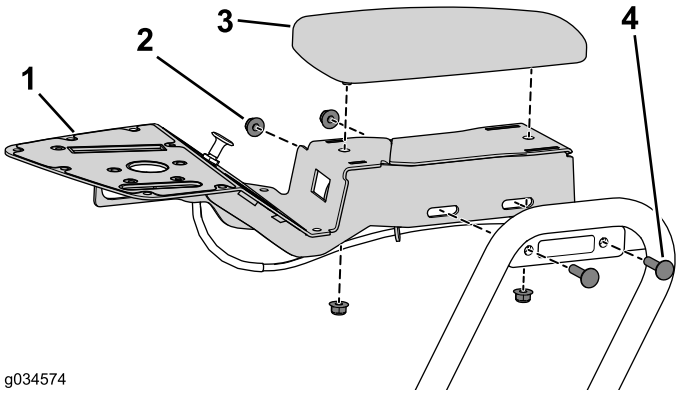

Figur 14
1. Fjern de to låseboltene og flensmutrene som fester konsollenheten til konsollbraketten (Figur 14).
2. Fjern de to flensmutrene som fester armlenet, fra konsollenheten (Figur 14).